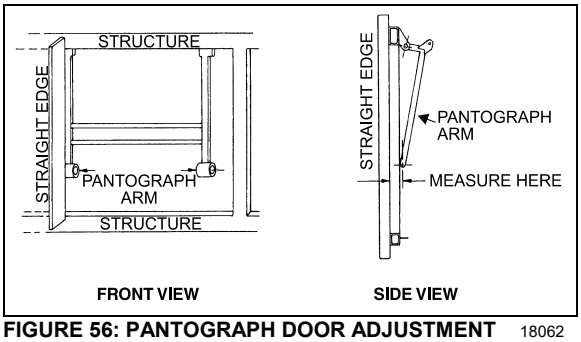
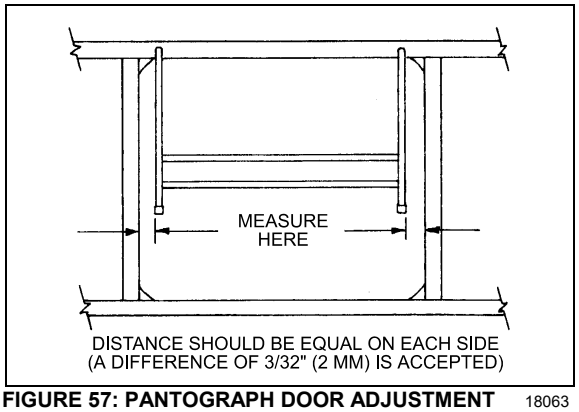

FIGURE 56: PANTOGRAPH DOOR ADJUSTMENT 18062
FIGURE 57: PANTOGRAPH DOOR ADJUSTMENT 18063
Measure distance between a pantograph arm end and a straight edge resting on structure. Repeat procedure for the other arm. The distance on each side should be equal. If not, bend appropriate arm until desired measure is obtained (Figure 56 & Figure 57).
5. When the door is straight, remove the 2x4's and check door operation and fit. A difference of 3/32" (2mm) between both sides is accepted (Figure 57).